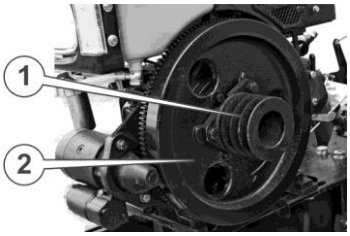

Рисунок 19. – Приводна шестерня
16. Встановити ведучий шків (1) (див. рис. 19.) на інсталяційні припливи на маховику (2), закріпити трьома болтами М10, надійно затиснути болти. Ведучий шків повинен щільно, без осьового і радіального биття, прилягати до інсталяційної поверхні кожного припливу.
17. Надягти клинові ремні (2) (див. рис. 19.) на ведений шків (1) та ведучий шків (3), посунути двигун разом із балками вперед до того моменту, коли ремені злегка натягнуться.